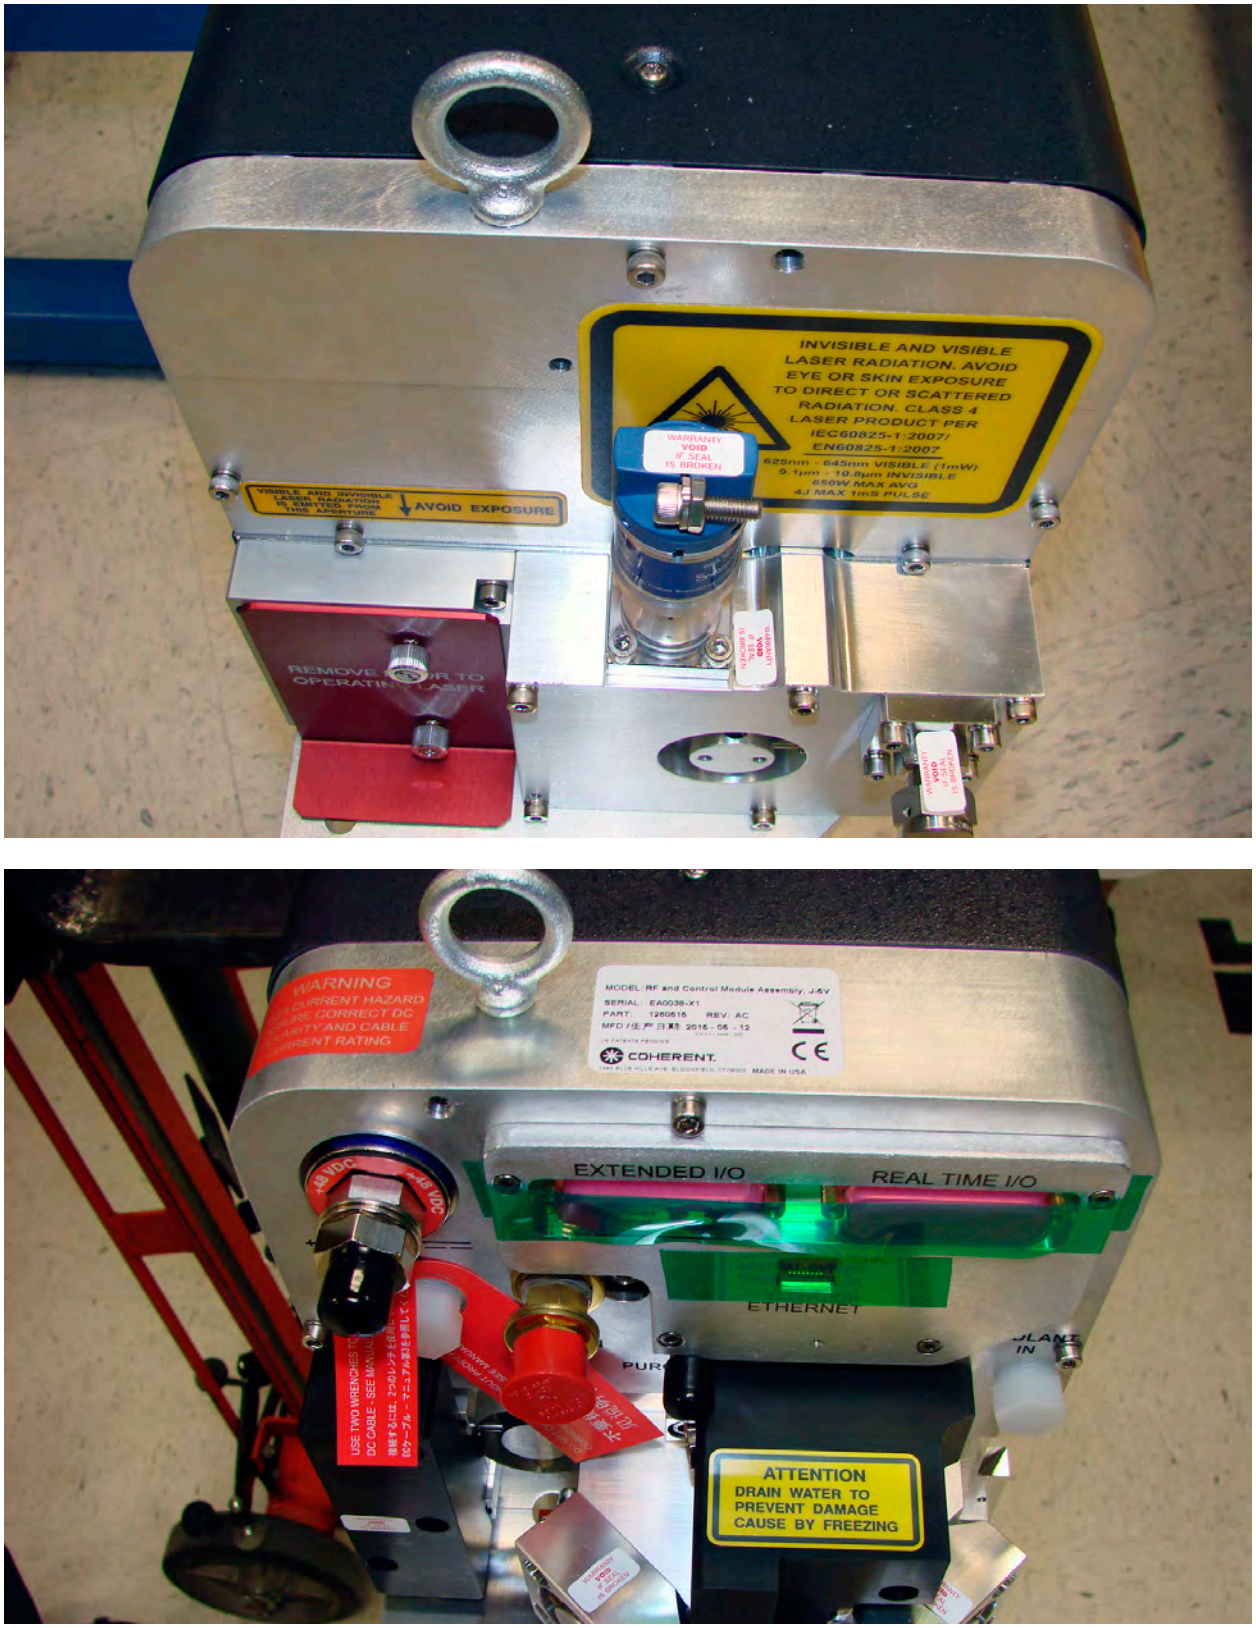

Figure 3-8. Eyebolts Installed in Laser System
3. Insert the supplied eyebolts into the holes as shown in Figure 3-8.